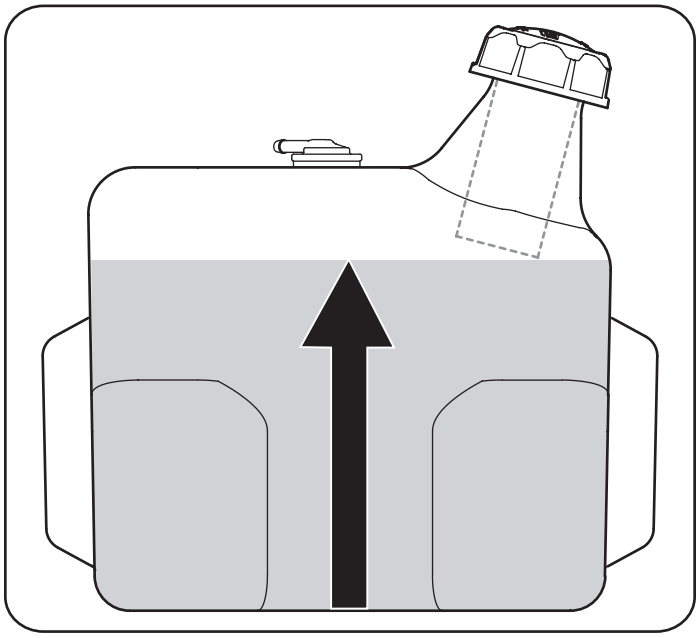

Figura 9
2. Cargue el depósito de combustible con gasolina. Sólo se debe utilizar gasolina limpia, nueva (con menos de 30 días de antigüedad) y sin plomo. Llene el tanque no más de ½ pulgada por debajo de la base del cuello del tapón de carga, para dejar espacio para la expansión del combustible. Consulte la Figura 9.
IMPORTANTE: No llene en exceso el depósito de combustible. Llene el tanque no más de ½ pulgada por debajo de la base del cuello del tapón de carga, para dejar espacio para la expansión del combustible. Consulte la Figura 9.